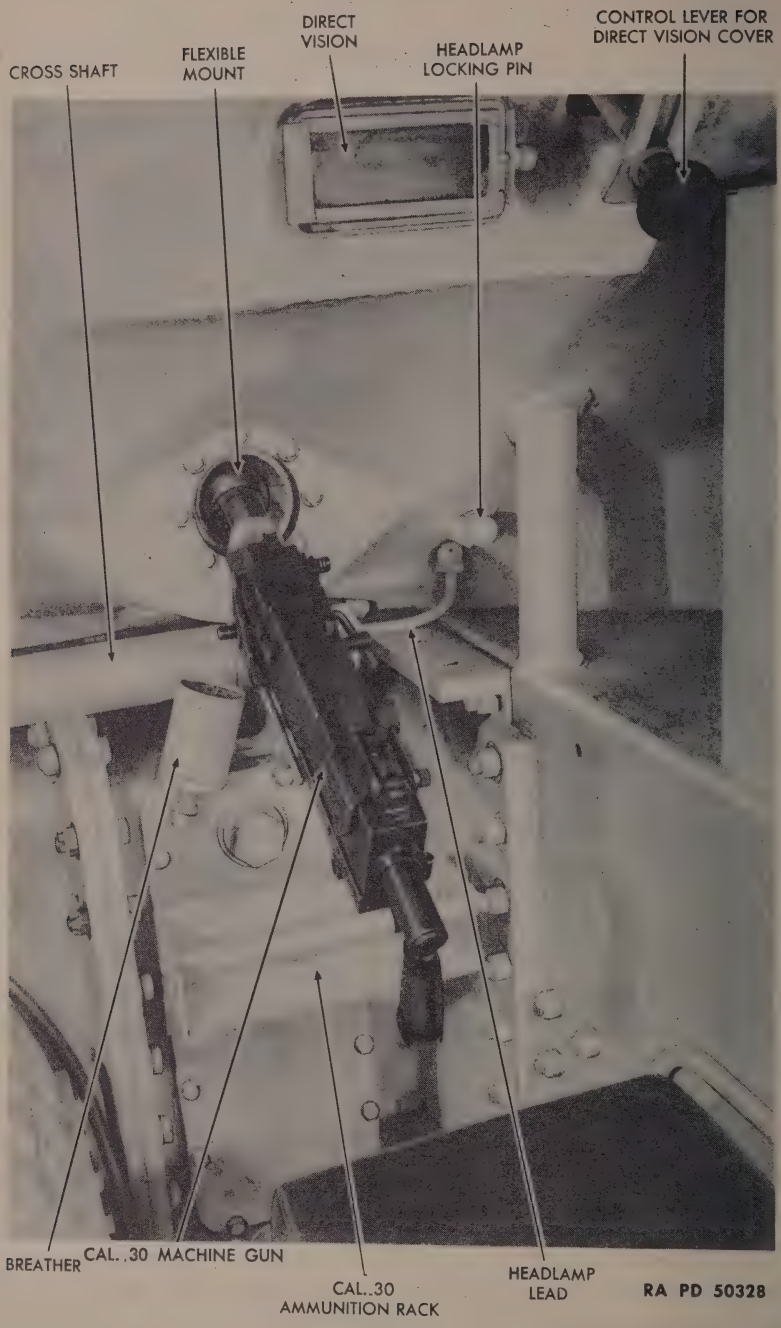
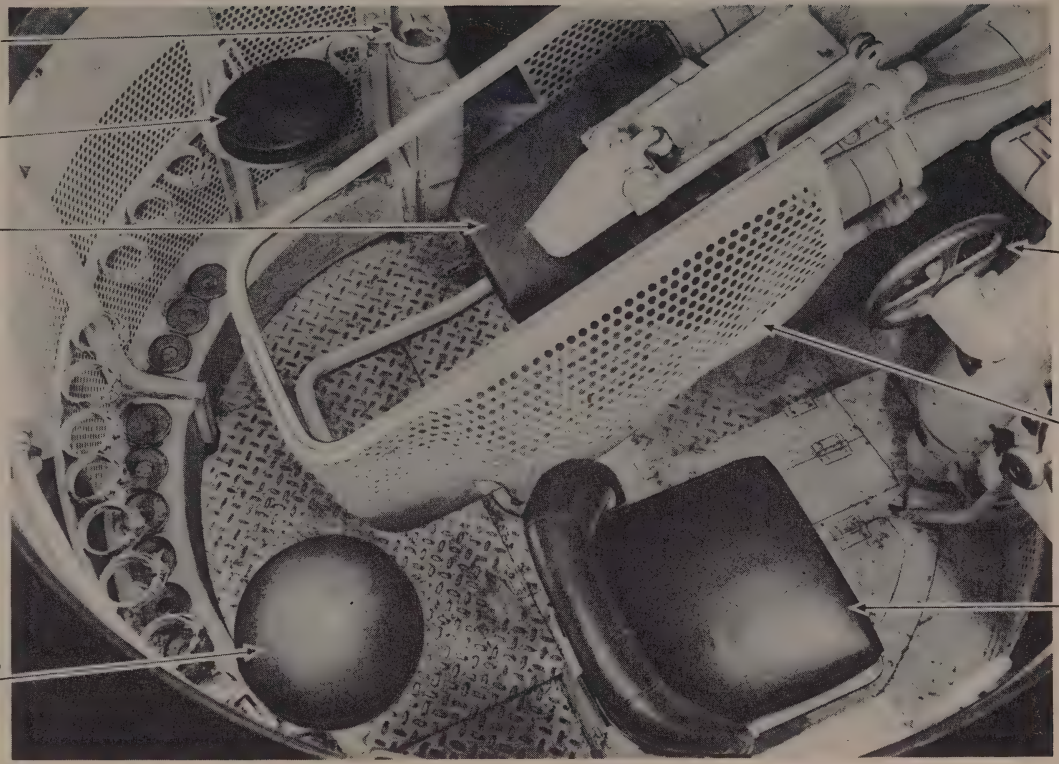

Figure 25—Assistant Driver's Station In Right Bow
Figure 26—Interior of Turret to Show Stations
b. The 75-mm gun and the cal. .30 machine gun (figs. 25 and 26) in the turret have a 360 degree traverse (secured by traversing the turret), an elevation of 25 degree, and a depression of 12 degree. These guns are provided with a stabilizer to hold them on the target when the tank is in motion. The gunner sits to the right of the 75-mm gun (fig. 26) and operates the elevation and traversing controls, the stabilizer controls, and the firing switches for both guns. The gunner sights through a periscope (par. 20) which has a telescopic sight built into the right side. The mount for the gunner's periscope (M3 or M4) is movable and is directly connected to the gun pivot by means of an arm and connecting link, so that its angle is automatically changed with any change in gun elevation.